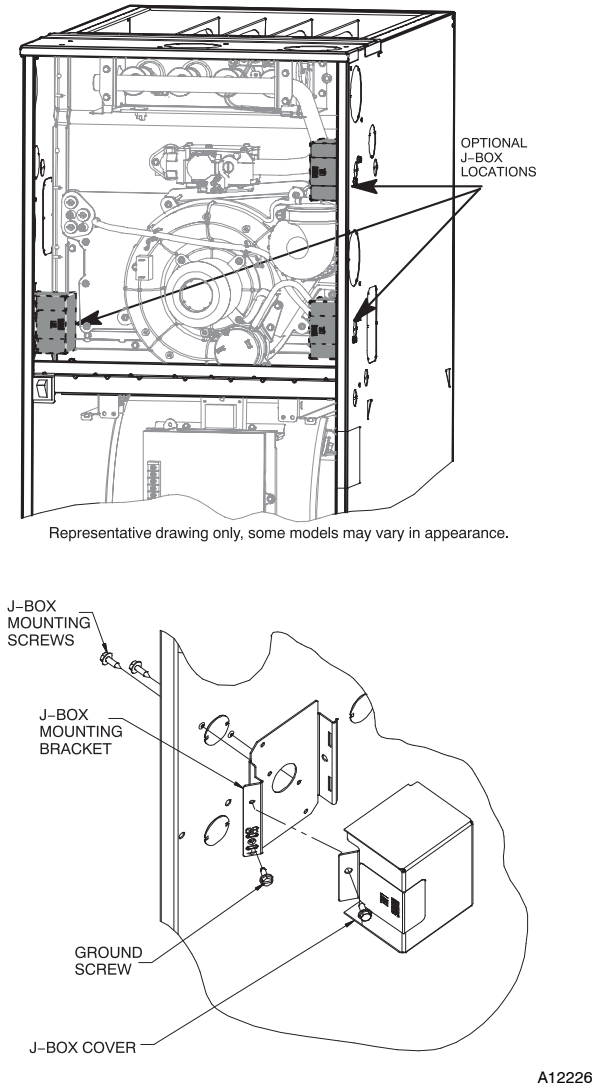

Fig. 31 - Installing J-Box (When Used)
The J-Box cover, mounting bracket and screws are shipped in the loose parts bag included with the furnace. The J-Box can be mounted on the left or right side of the casing, as viewed from the upflow position. See Fig. 31.
Align the J-Box mounting bracket against the inside of the casing and secure the mounting bracket with the screws. See Fig. 31.
6. Connect field ground wire and factory ground wire to green ground screw on J-Box mounting bracket as shown in Fig. 31.
1. Install J-Box mounting bracket to inside of furnace casing. See Fig. 31.
5. Connect field ground wire and factory ground wire to green ground screw on J-Box mounting bracket as shown in Fig. 31.
7. Attach furnace J-Box cover to mounting bracket with screws supplied in loose parts bag. Do not pinch wires between cover and bracket. See Fig. 31.
4. Connect field ground wire and factory ground wire to green ground screw on J-Box mounting bracket as shown in **Fig. 31.**